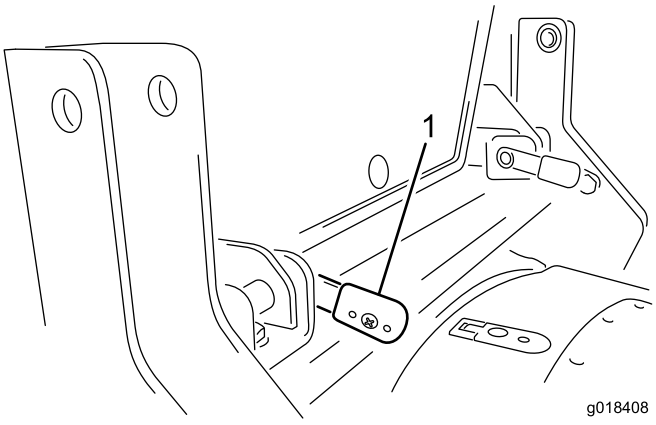

Figur 13
4. Når armene er helt indsat, skal de drejes tilbage for at låse dem på plads (Figur 13).